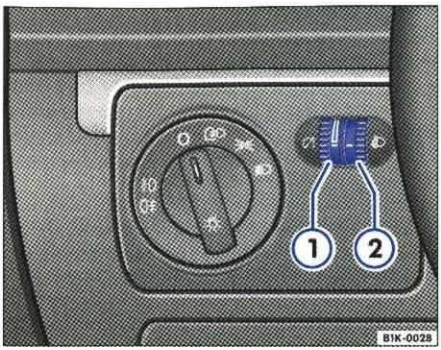

Rys. 39 Fragment tablicy przyrządów: pokrętła oświetlenia przyrządów i wyłączników oraz regulacji zasięgu świateł
① Oświetlenie przyrządów i wyłączników
Po włączeniu świateł, można płynnie regulować jaskrawość oświetlenia przyrządów i wyłączników, obracając pokrętłem ⇒ rys. 39 ①.
② Regulacja zasięgu świateł[36)]